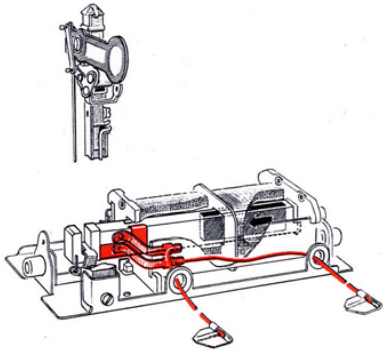

Fig. 6b Bahnstromschalter in Stellung „Zughalt"
Die Fig. 6b dagegen stellt den Schalter im geöffneten Zustand dar. Der Anker wird beim Schließen des Signals zurückgezogen, wobei die obere Silberkontaktfeder (5) von dem Kontaktblech (3) hinuntergleitet und nunmehr auf dem aus Isoliermaterial bestehenden Anker (1) aufliegt. Dadurch wird ein Stromfluß von einem in das andere rote Kabel unmöglich gemacht (Signalstellung „Zughalt").